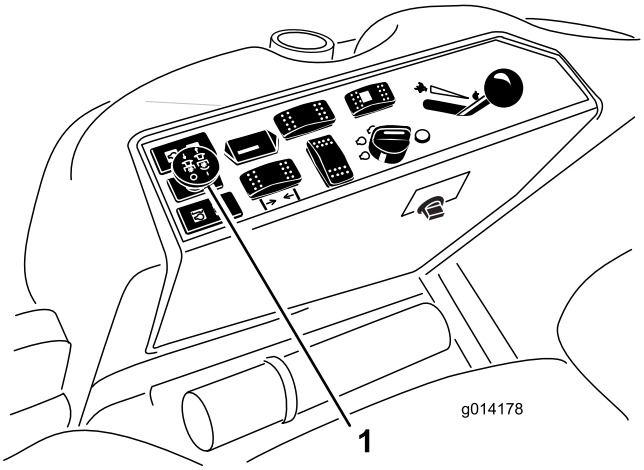

Figur 17
3. Dra upp kraftuttagsbrytaren för att koppla in den (Figur 17).